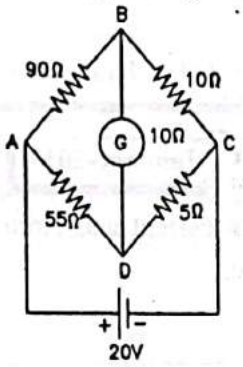

FIG. 1.190 : REFERENCE FIGURE FOR PROBLEM NO. 13
13. In the Wheastone bridge shown in Fig. 1.190 the galvanometer of 10 Ω is connected across BD. Using Thevenin's theorem, calculate the current through the galvanometer. [17 mA]